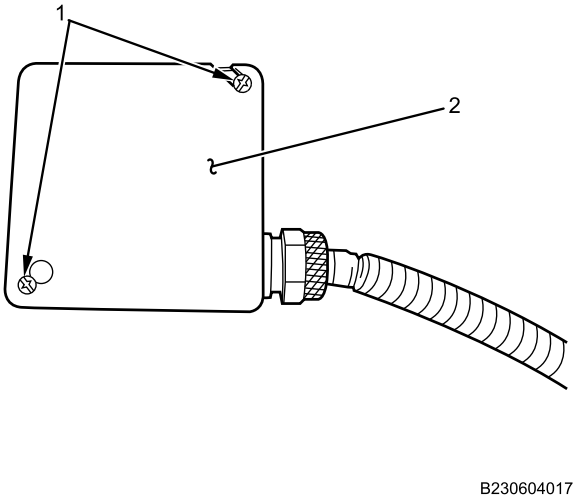

Figure 15. Junction Box Cover Screws.
12. Install junction box cover (Figure 15, Item 2) with two screws (Figure 15, Item 1). Tighten screws securely.